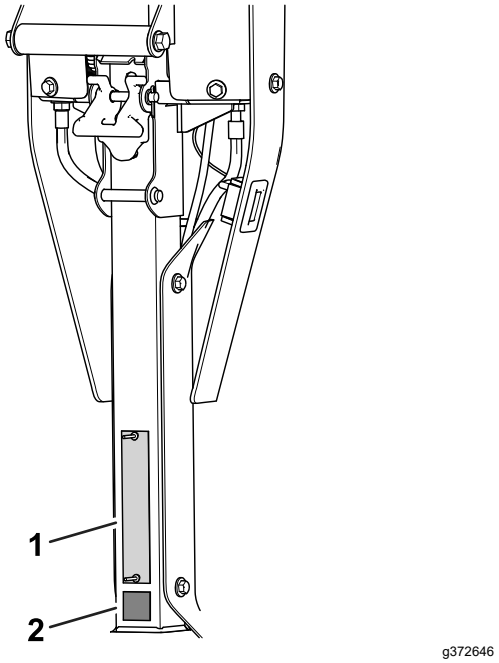

Figur 10
- Montera CE-dekalen under serienummerplåten (Figur 10).